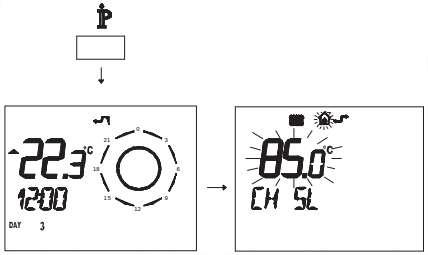

Fig. 7.25
- Press button P for more than 3 seconds to enter in INFO (Fig. 7.25) mode.